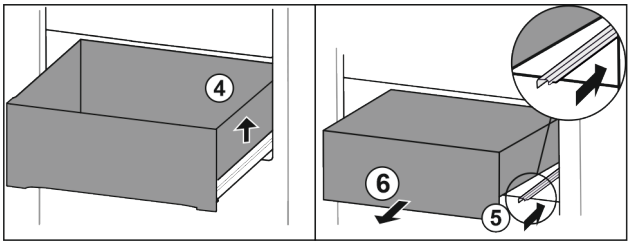

Fig. 97
▶ Приподнимите выдвижной ящик справа. *Fig. 97 (4)*
▶ Вставьте правую направляющую. *Fig. 97 (5)*
▶ Извлеките выдвижной ящик движением вперед. *Fig. 97 (6)*